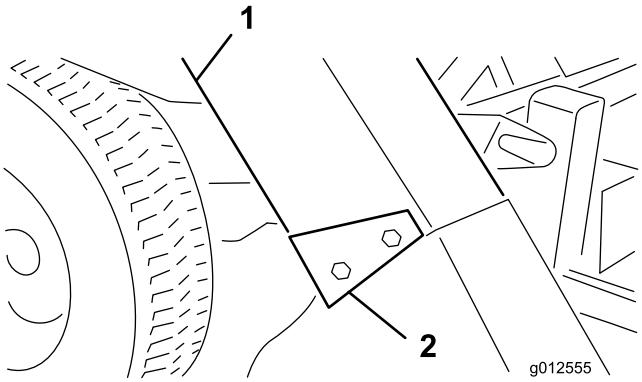

Bild 29
4. Schieben Sie den Auswurfkanal über die Gebläseöffnung auf die Befestigungsbolzen (Bild 29).